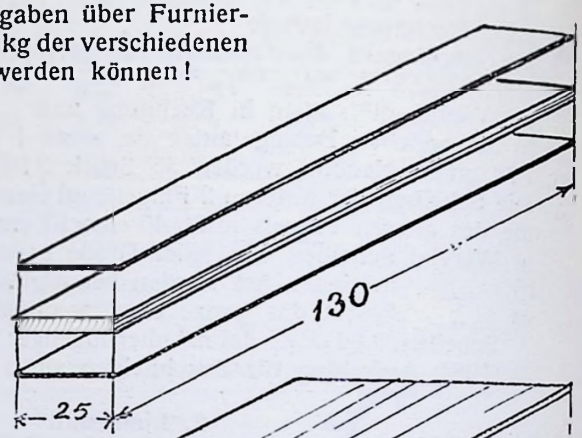

Abb. 54.
10. 24 Tafeln wie Abb. 54 sollen beiderseits furniert werden. Wieviel Leim (Knochenleim unvermischt) ist dazu nötig und wieviel kostet er für diese Arbeit?